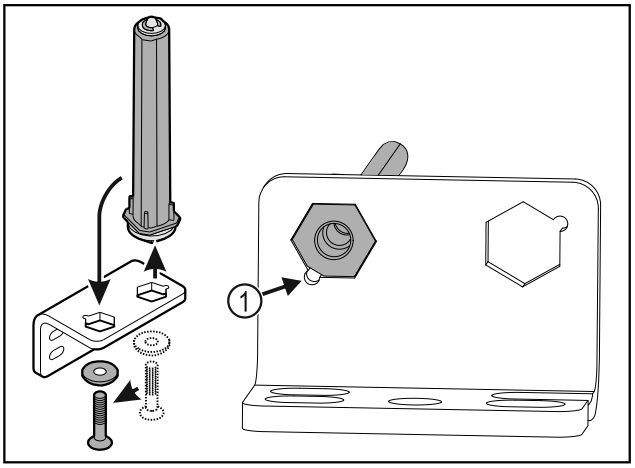

Fig. 32
▶ Make sure the pin chamfer *Fig. 32 (1)* faces the round hole when you put it in.